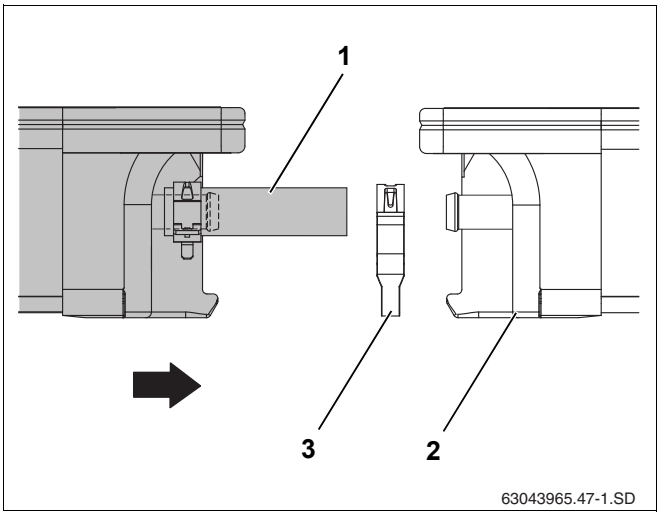

Рис. 49 Придвинуть второй коллектор к первому
- Установить второй коллектор с предварительно смонтированными шлангами (рис. 49, **поз. 1**) на профильные рейки, при этом он должен встать в крепления от сползания.
- Надеть второй пружинный хомут (рис. 49, **поз. 3**) на шланг солнечного коллектора.
Придвинуть второй коллектор к первому (рис. 49, **поз. 2**) так, чтобы шланги наделись на левые штуцеры первого коллектора.